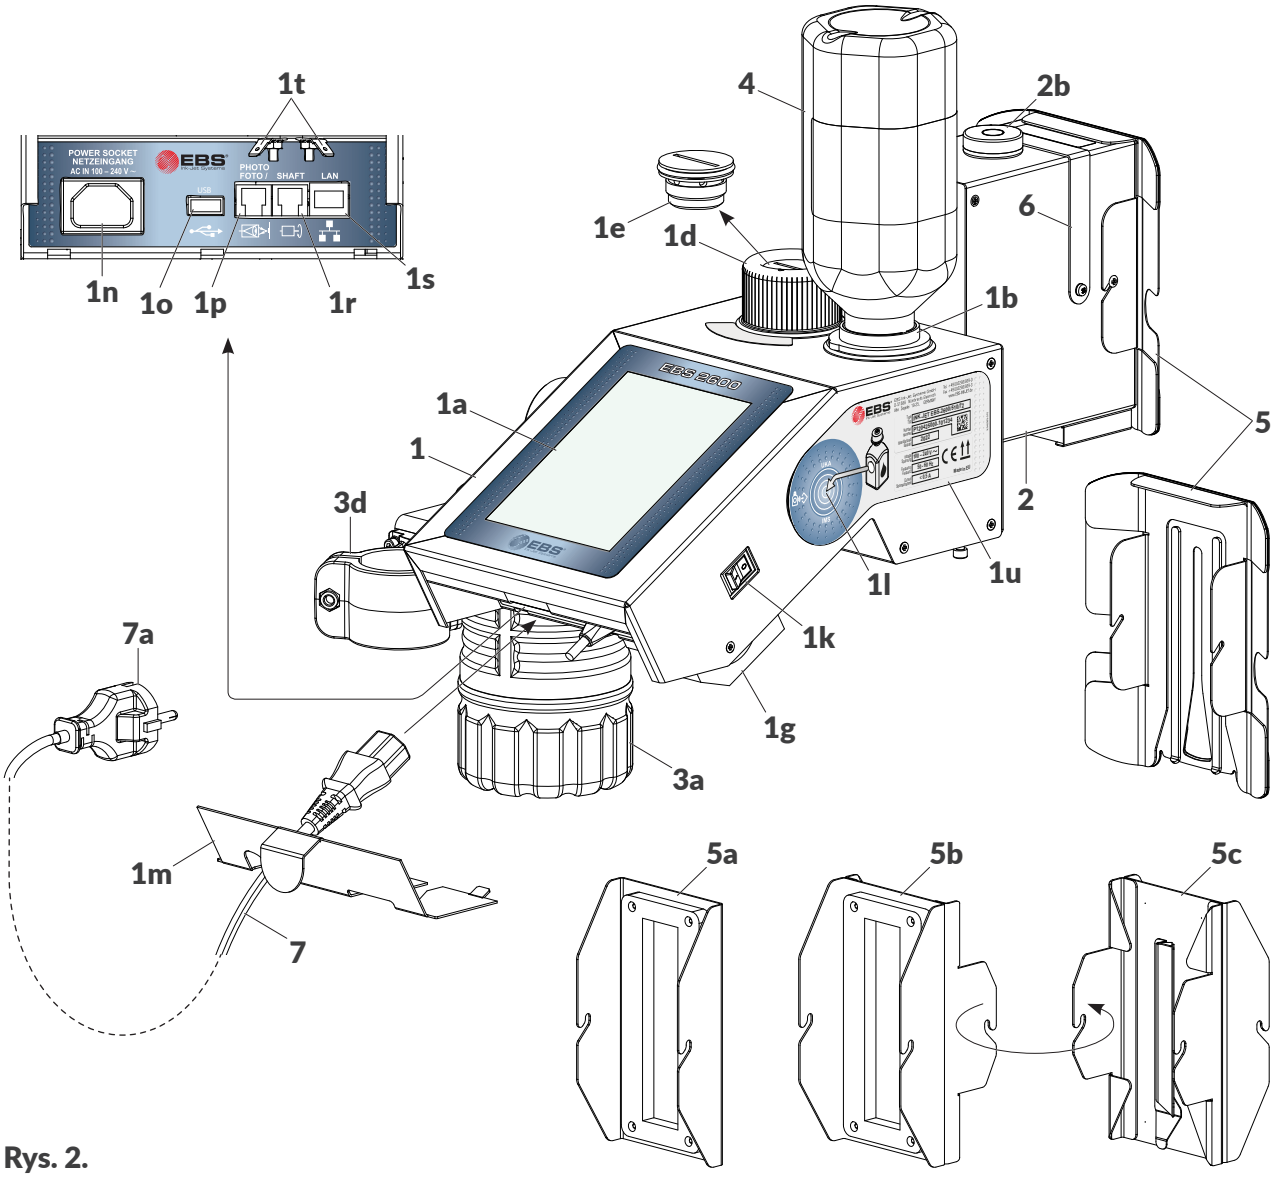

Rys. 2.
*[1)] - stosowanie ślizgu jest obowiązkowe; ślizg należy dobrać do aplikacji użytkownika; ślizg pokazany na **Rys. 2 na stronie 16** przeznaczony jest do znakowania przedmiotów „miękkich" jak, np. opakowania kartonowe; więcej informacji na temat ślizgów znajduje się w rozdziale **„2.3.1. Dodatkowe informacje"**.*
*[2)] - uchwyt fotodetektora należy dostosować do zastosowanego ślizgu; uchwyt pokazany na **Rys. 2 na stronie 16** przeznaczony jest dla jednego fotodetektora oraz do znakowania przedmiotów przesuwających się przed czołem głowicy drukującej od lewej strony; więcej informacji na temat uchwytów fotodetektorów znajduje się w rozdziale **„2.3.1. Dodatkowe informacje"**.*
*[3)] - w zależności od danego kraju, wtyczka sieciowa **7a** może się różnić od pokazanej na **Rys. 2 na stronie 16**.*
Za pomocą odpowiedniej pamięci **USB** podłączonej do złącza **USB** (**1o**; patrz ***Rys. 2 na stronie 16***) można:
*Osobne wyprowadzenie ekranu, w które wyposażone są w/w fotodetektory musi zostać podłączone do jednego z przyłączy **1t** (patrz **Rys. 2 na stronie 16**) w drukarce.*
*Osobne wyprowadzenie ekranu, w które wyposażony jest w/w enkoder musi zostać podłączone do jednego z przyłączy **1t** (patrz **Rys. 2 na stronie 16**) w drukarce.*